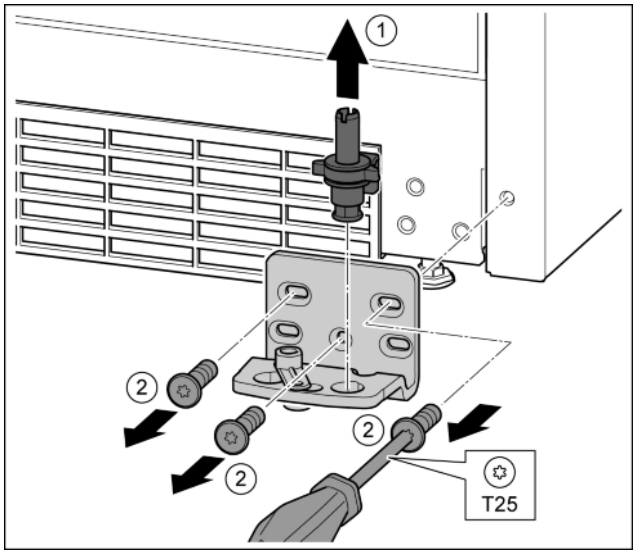

Fig. 15
▶ Lift the bearing bolts upwards and remove. *Fig. 15 (1)*
▶ Remove the screws with the T25 screwdriver and remove the bearing bracket. *Fig. 15 (2)*